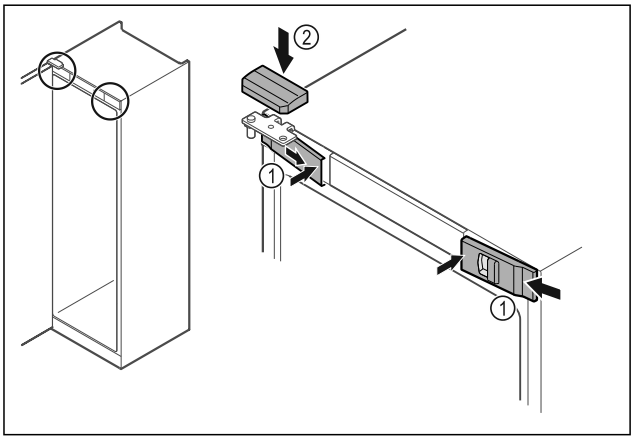

Fig. 47
▶ Acroșați apărătorile frontale *Fig. 47 (1)* lateral și fixați-le în poziție la interior.
▶ Fixați în poziție apărătoarea superioară *Fig. 47 (2)* de sus.